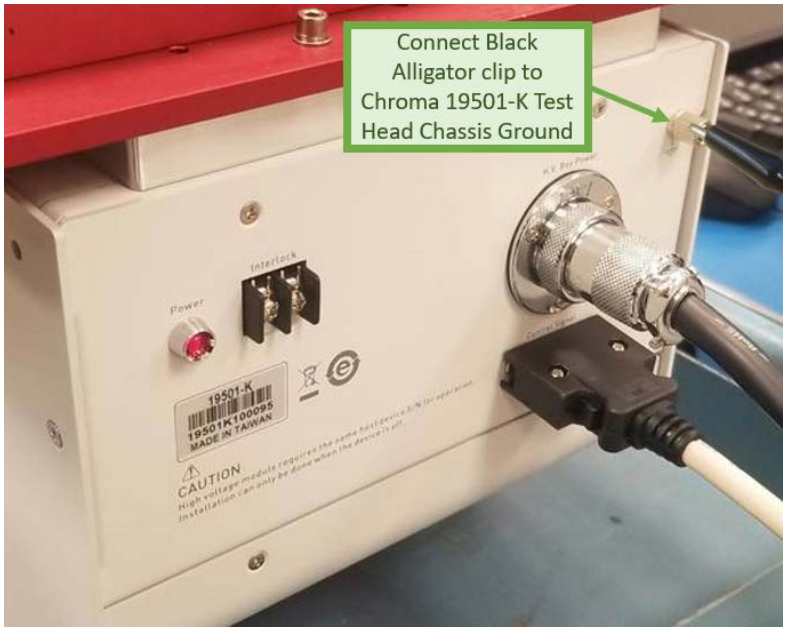

Figure 5
c. Connect the **Black Alligator Clip side of the Cable** to the **Chroma 19501-K Test Head Chassis Ground** (see Fig. 5)